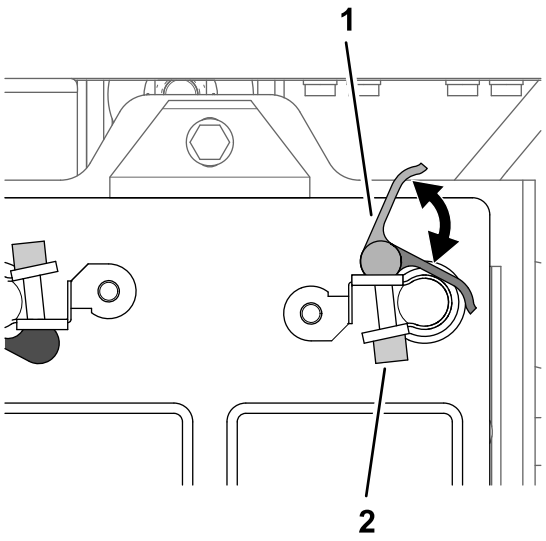

Figur 208
2. Åbn lyntilslutningsklemmens låsehåndtag med det sorte håndtag (Figur 208).
4. Luk lyntilslutningsklemmens låsehåndtag (Figur 208).